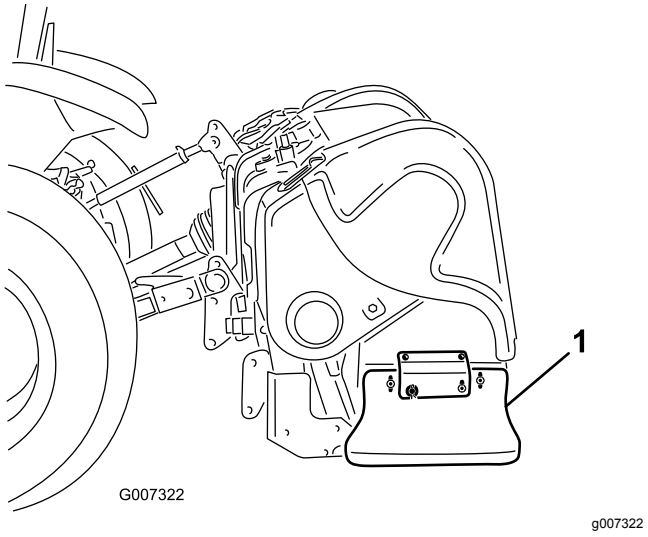

Figur 40
1. Løsn de bolte og møtrikker, der fastgør sideskærmen til stellet (Figur 40).